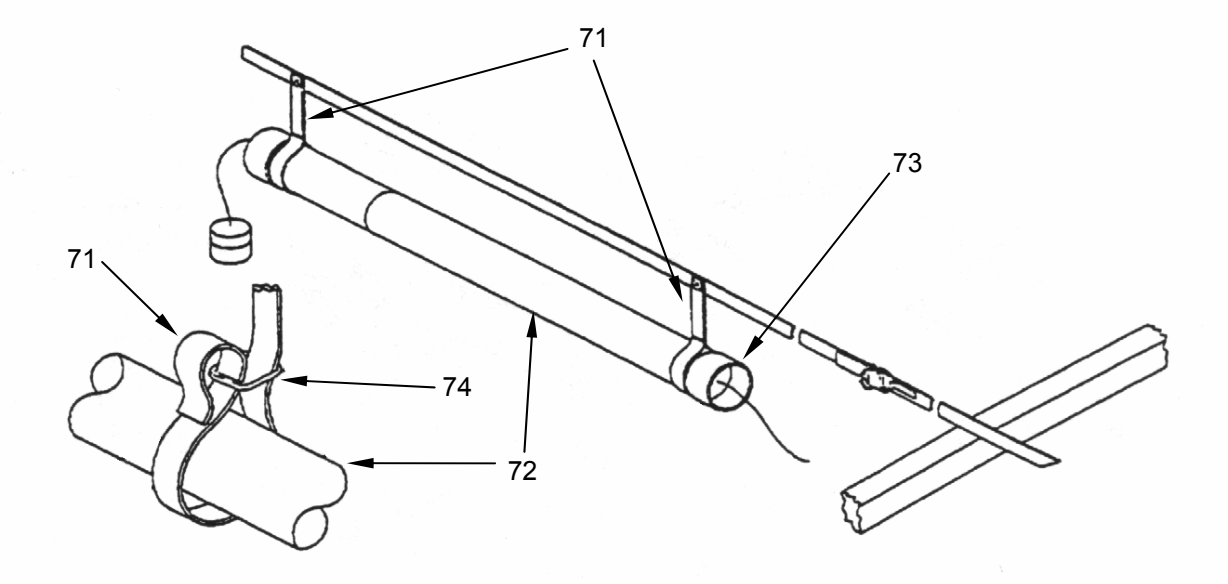

Figure 32. Install Luminaries.
1. Wrap light hanger strap **(Figure 32, Item 71)** around each end of luminaire **(Figure 32, Item 72)** on inside of rubber end caps **(Figure 32, Item 73)**.
2. Pull strap **(Figure 32, Item 71)** up through the “D” ring **(Figure 32, Item 74)** and press down to engage hook and pile fastener.
3. Mate plug properly to next luminaire **(Figure 32, Item 72)**, ensuring reflecting surface faces up and lamp faces down.